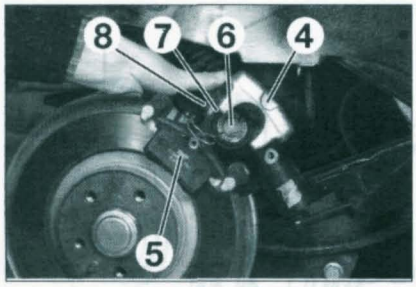

FIGURE 7-8
• Écarter et suspendre l'étrier de frein (4) dans le passage de roue **(figure 7-8)**.
• Déposer les plaquettes (5).
- repousser le piston (6) (par rotation) dans le fond de l'étrier (à l'aide de l'outil Facom DF6.1 ou tout autre moyen) en veillant à ne pas abîmer le joint de piston (7) **(figure 7-8)**.
- la canalisation de frein rigide (8) de l'étrier puis l'obturer **(figure 7-8)**.
- l'étrier (4) **(figure 7-8)**.